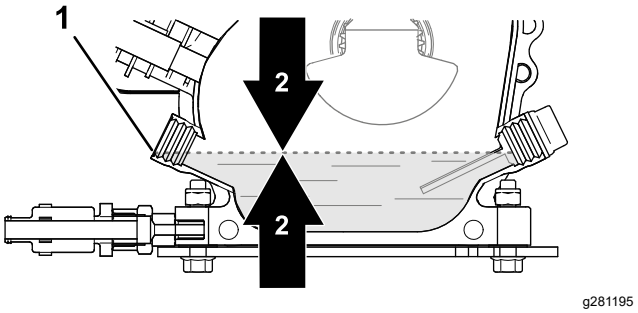

**Figur 29**
4. Kontrollera oljenivån (Figur 29).